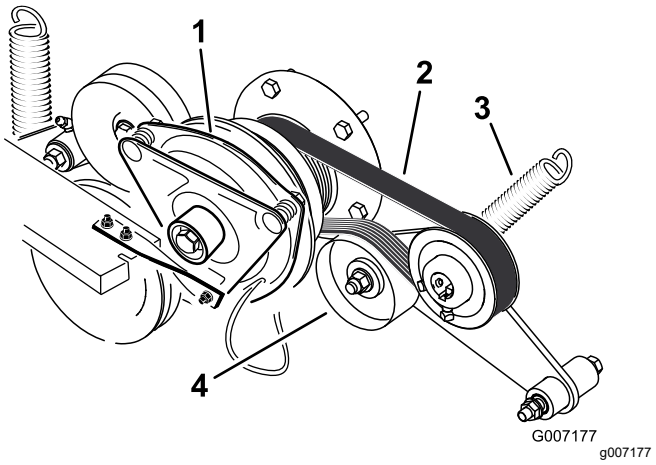

Figuur 89
3. Haal de veer van de arm van de spanpoelie (Figuur 89).
4. Plaats de nieuwe riem rond de motorpoelie en de poelie van de pomp van het hydraulische systeem (Figuur 89).
6. Monteer de veer op de arm van de spanpoelie (Figuur 89).